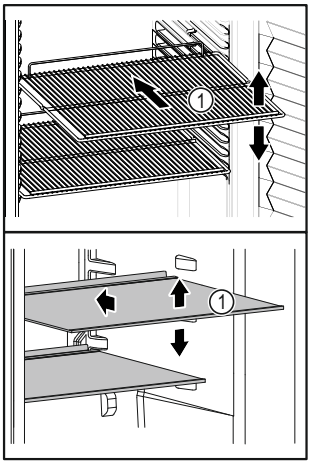

Fig. 49 Voorbeeld
- ❑ Als draagplateaus *Fig. 49 (1)* verstelbaar zijn, kunnen deze in de hoogte worden aangepast.